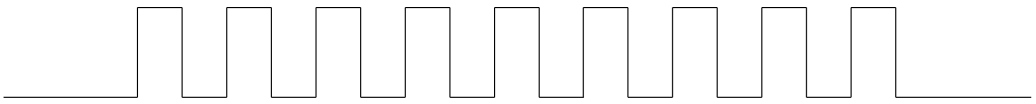

图 38-3. 主机时钟正向波形
- **场景二：** 主机发送的时钟非自由运行时钟，且其时钟波形如图 38-3 所示。
要求： 此时主机在输出前需要对原时钟进行取反，将其转换成图 38-3 所示的波形。